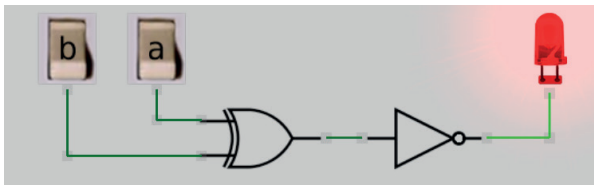

Figura 3.78 – Simulação da porta NOU-Ex de duas entradas no Atanua.
27. Utilizando o software de simulação Atanua, simule a porta NOU-Ex (XNOR) de acordo com a figura 3.78.